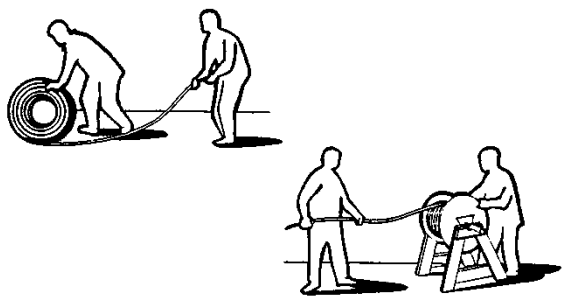

Figure 6-23
3) **⚠ WARNING** ALWAYS unwind the roll of the new Wire Rope without kinks or bends (see **Figure 6-23**). Protect the Wire Rope from dirt.